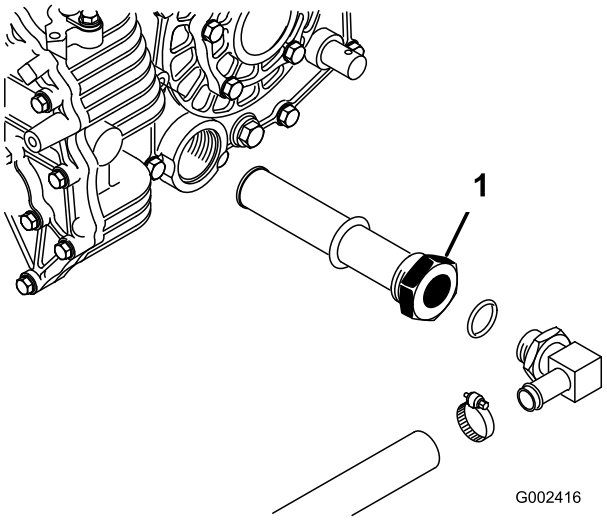

**Figur 73**
3. Læg mærke til hydraulikslangens retning og 90-grader-beslaget, som er tilsluttet filteret på siden af beholderen (Figur 73).